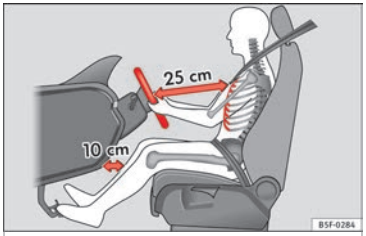

Fig. 1 The proper distance between driver and steering wheel
– Adjust the steering wheel so that there is a distance of at least 25 cm between the steering wheel and the centre of your chest ››› **Fig. 1**.
the chest and the centre of the steering wheel ››› Fig. 1. If you are sitting closer than 25 cm, the airbag system cannot protect you properly.